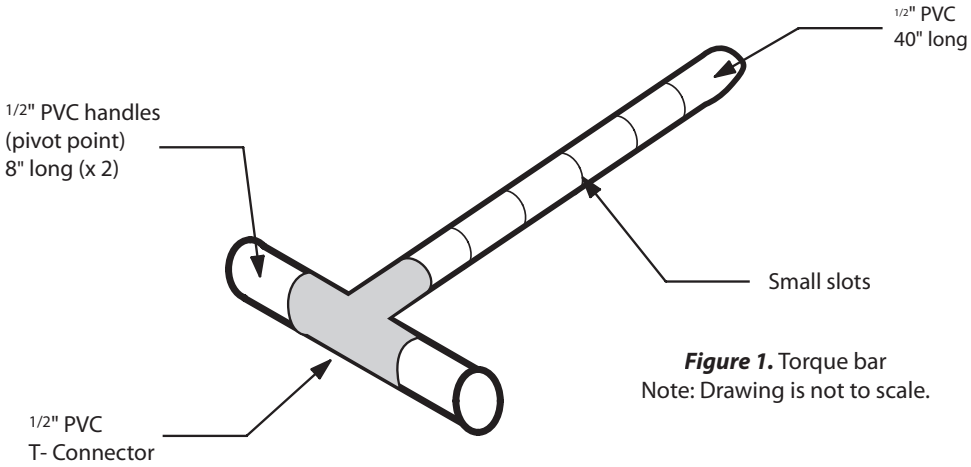

Figure 1. Torque bar
1. Obtain the necessary materials from your instructor to construct a torque bar from PVC pipe like the one in Figure 1.